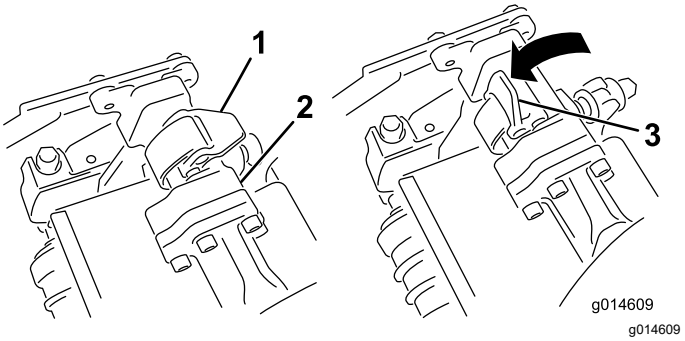
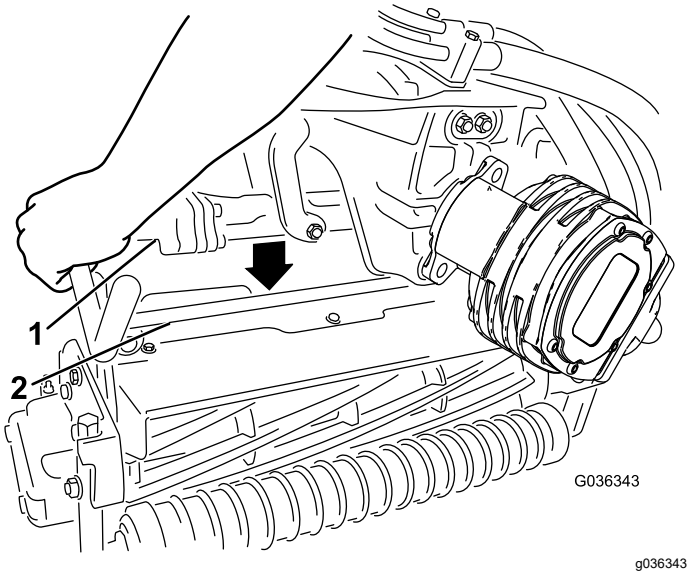

Figure 65
Figure 66
4. Ouvrez les verrous sur la barre du bras de suspension (Figure 65) et poussez le bras vers le bas pour que la barre recouvre les deux bras d'inclinaison sur l'unité de coupe, en vous assurant que les verrous passent sous la barre transversale de l'unité de coupe (Figure 66).
5. Fermez les verrous autour de la barre de l'unité de coupe et bloquez-les en place (Figure 65).
6. Ouvrez les verrous sur la barre du bras de suspension appartenant à l'unité de coupe que vous voulez déposer (Figure 65).